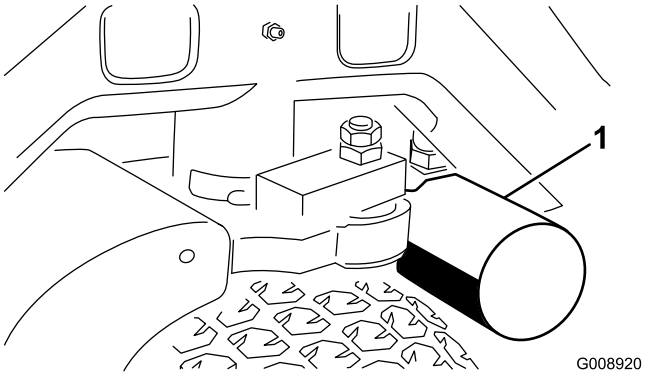
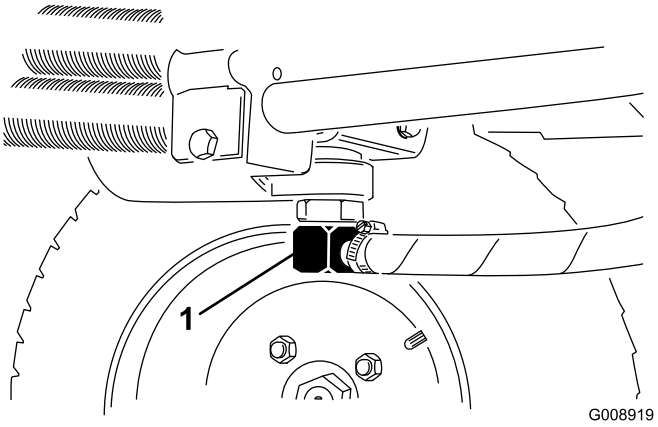

Figur 61
Figur 62
3. Rengjør området der filteret skal festes. Plasser et tappefat under filteret (Figur 61), og ta ut filteret.
2. Koble fra hydraulikkledningen (Figur 62) eller fjern det hydrauliske filteret, (Figur 61) og la den hydrauliske væsken renne ned i et oppsamlingsfat. Installer hydraulikkledningen når den hydrauliske oljen slutter å renne.